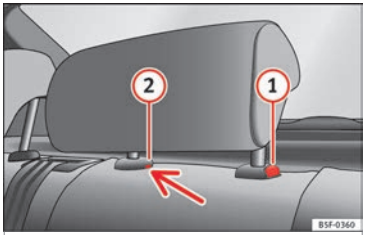

Fig. 142 Rear centre head restraint: release point.
– Press button (1) ››› **Fig. 142**, while simultaneously pressing on the security hole (2) ››› **Fig. 142** with a flat screwdriver a maximum of 5 mm wide, and remove the head restraint.